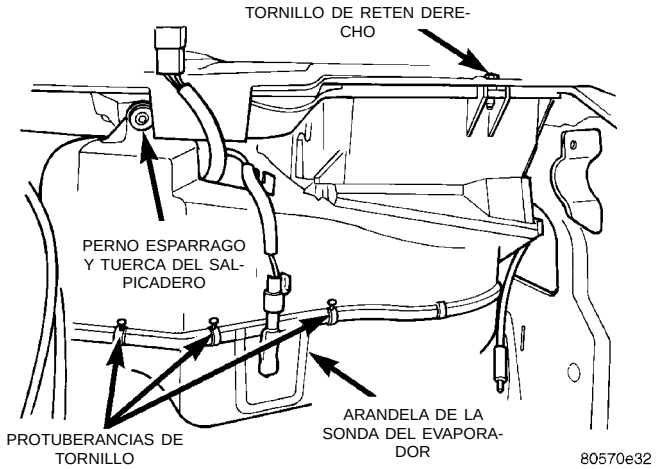

Fig. 45 Tornillos de retén
(8) Retire el tornillo de retén del lado derecho (Fig. 45).
(9) Retire la tuerca restante emplazada en el perno espárrago del salpicadero.
(10) Desconecte el conector azul de cinco vías de la cámara impelente. El mazo de cableado del módulo debe retirarse juntamente con el módulo.
(11) Retire el conjunto del vehículo.